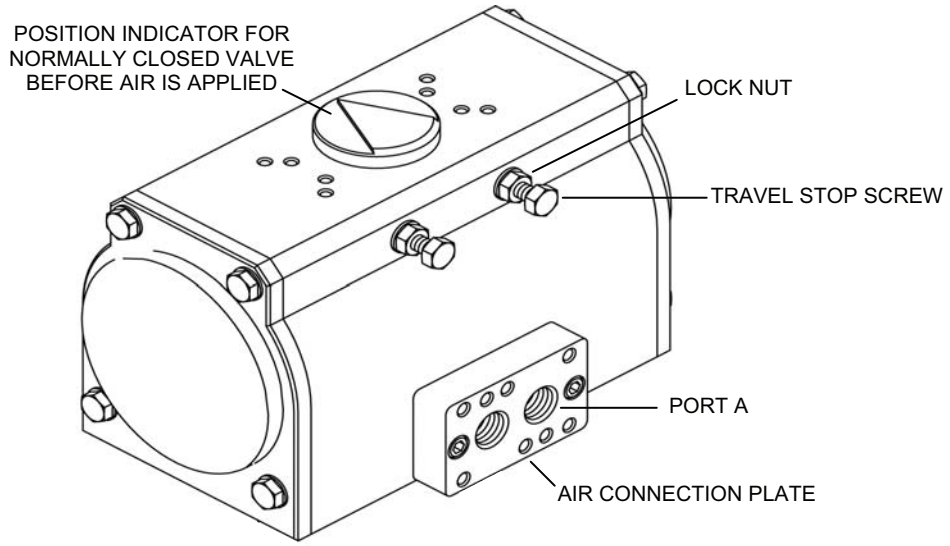

Figure 24. Actuator Travel Stops.
m. Set the actuator travel stops as follows (see Figure 24):